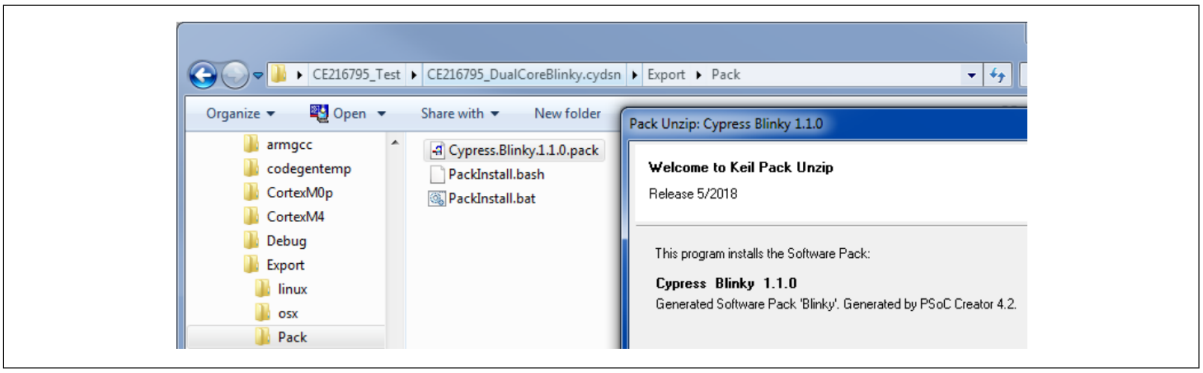
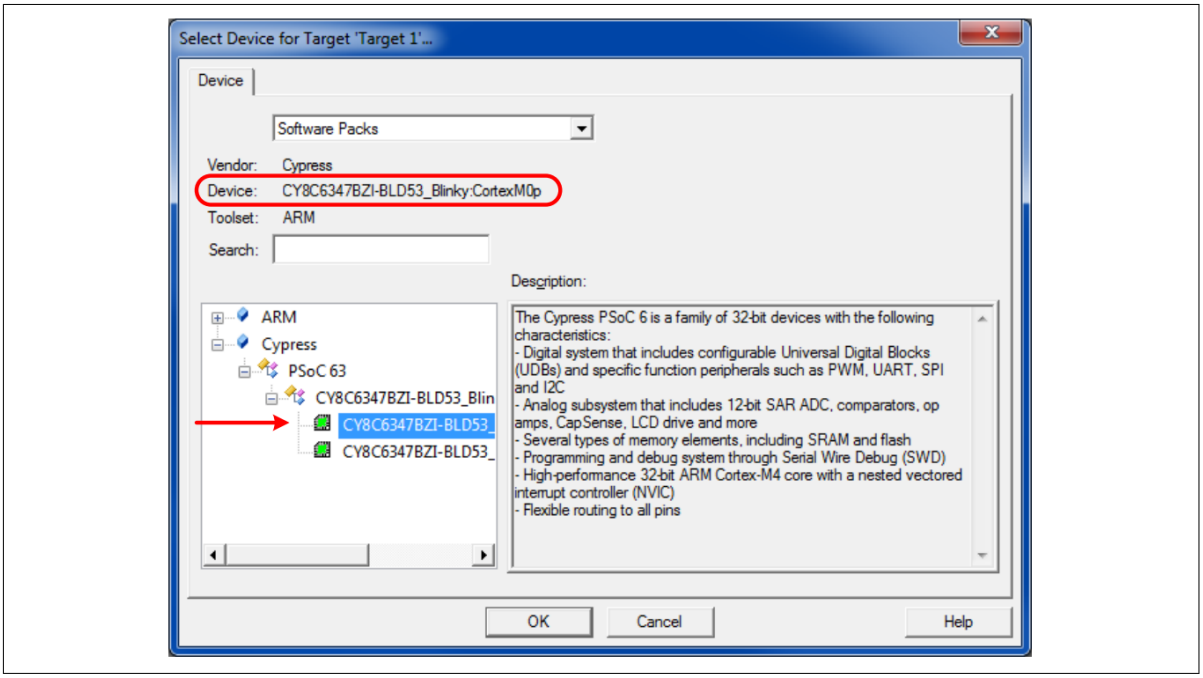

**図 12 PSOC™ Creator プロジェクトから µVision パックのインストール**
**図 15 プロジェクトデバイスとして CM0+を選択**
µVision の場合、PSOC™ Creator プロジェクトがビルドされた後に、Export \ Pack フォルダで対応する.pack ファイルを見つけてください。図 12 に示すように、ファイルをダブルクリックして µVision パックとしてインストールしてください。
**Save** をクリックすると、**Select Device for Target 'Target 1'...**ダイアログボックスが表示されます。以前にインストールされたパック (図 12) で定義された 2 つの PSOC™ 6 MCU CPU が表示されます。図 15 に示すように、CM0+ CPU を選択してください。**OK** をクリックしてください。
- 以前にインストールしたパックから CM4 CPU を選択してください。図 15 を参照してください。